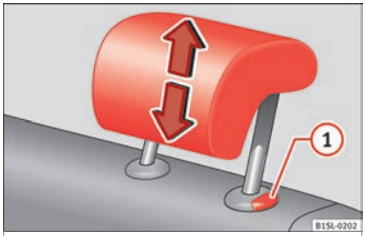

Fig. 117 Removing the rear head restraint
- Pull the head restraint out of the fitting without releasing the button ››› **Fig. 117** (1).